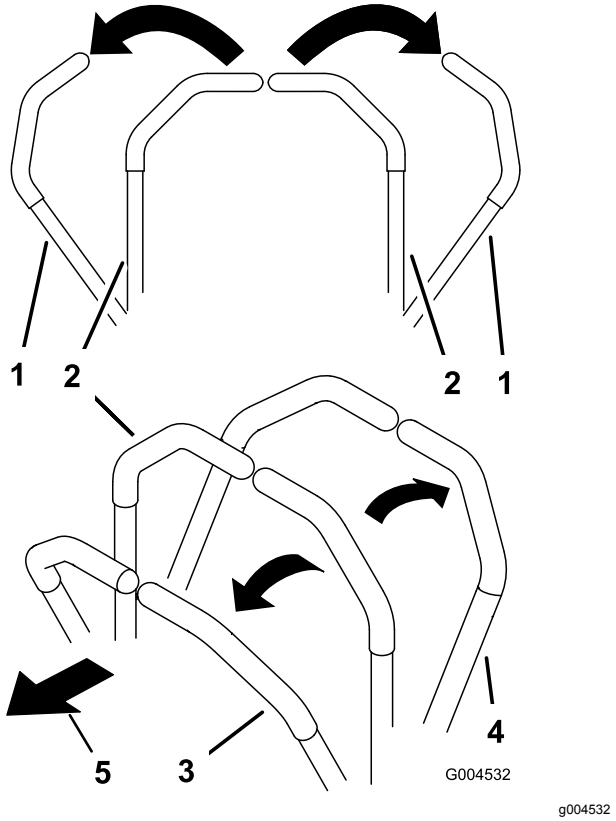

Figur 17
1. Flyt bevægelseshåndtagene (Figur 17) ud til den NEUTRALE LÅSEPOSITION.
3. Kør fremad ved langsomt at skubbe bevægelseshåndtagene fremad (Figur 17).
Kør lige ud ved at påføre begge bevægelseshåndtag samme tryk (Figur 17).
Drej ved at flytte bevægelseshåndtaget mod neutral i den retning, du ønsker at dreje (Figur 17).
2. Bak ved langsomt at trække bevægelseshåndtagene bagud (Figur 17).
Drej ved at udløse trykket på bevægelseshåndtaget i den retning, du ønsker at dreje (Figur 17).